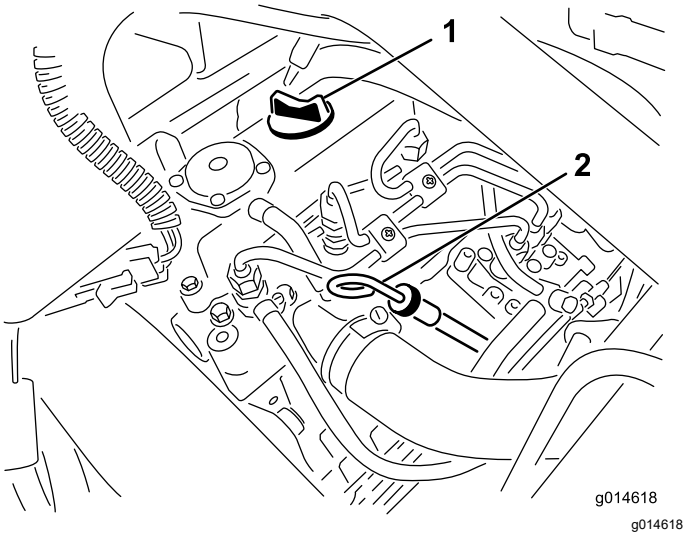

Figura 31
2. Togliete l'asta di livello ed asciugatela con un panno pulito (Figura 31).